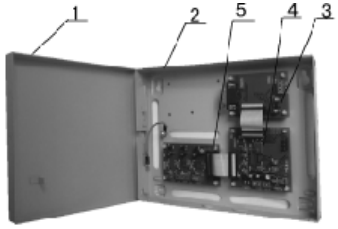

Рис. 8.5
Конструкция БСИ-А и БСИ-А исп. 1 показана на рис. 8.5. Основными элементами конструкции являются: крышка (1), основание (2) корпуса, плата (4) центрального процессора, модуль(3) преобразователя уровней (ПУ), модуль (5) расширения каналов. На плате центрального процессора расположены контактные колодки для подключения питания одного БЦ-А, разъемные соединения для подключения ПУ и МРК-А.